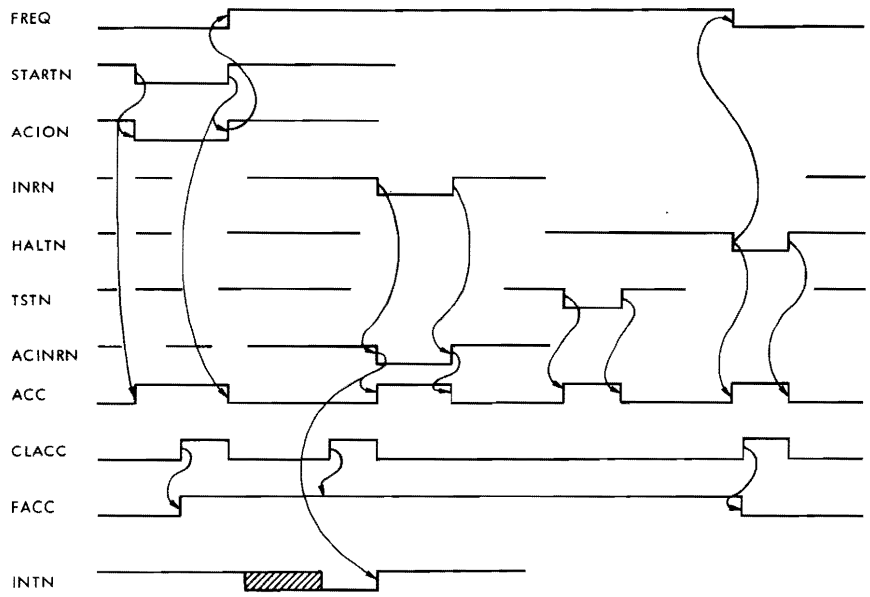

Figure 6-5 Command Decoder and Status Waveforms
6.27 Decoder chip L0 produces one output signal corresponding to each of the four commands encoded on the MAD lines. The waveforms showing the response of the command decoder and associated status circuits are given in Figure 6-5.